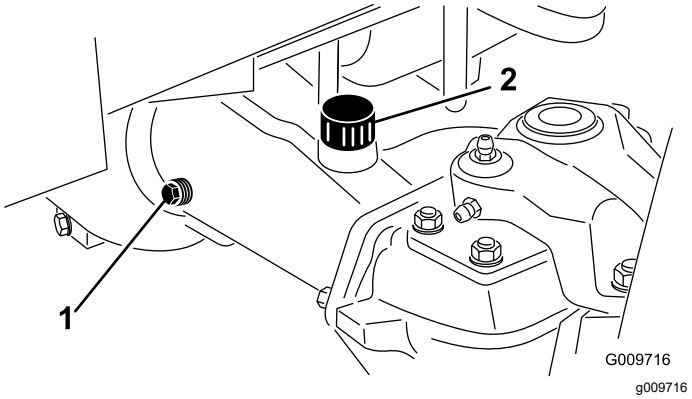

Figuur 106
2. Verwijder de controleplug van één uiteinde van de as (Figuur 106) en controleer of de olie tot aan de onderkant van de opening komt. Indien het peil te laag staat, verwijdert u de vulplug (Figuur 106) en vult u voldoende olie bij totdat het peil de onderkant van de openingen van de controleplug bereikt.